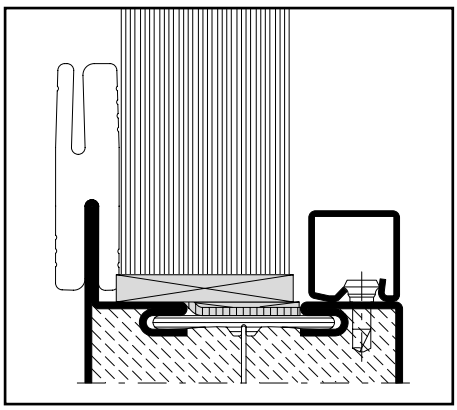

Abb. 24 / Fig. 24 / Fig. 24
- Glaselement einsetzen, ausrichten und verklotzen. Alle Glasleisten aufklipsen (Abb. 24).
- Metttre en place le vitrage, le positionner et le caler. Clipper toutes les parcloses (fig. 24)
- Insert the glazing element, align correctly and insert pads. Clip on all glazing beads (fig. 24)